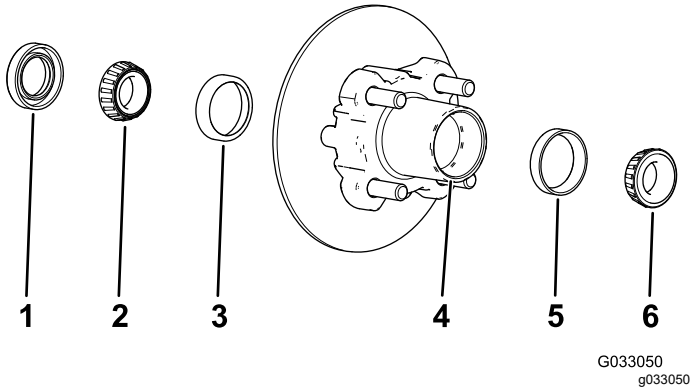

Figura 30
1. Retire el cojinete exterior y el anillo de rodadura del cubo (Figura 30).
2. Retire la junta y el cojinete interior del cubo (Figura 30).
5. Limpie el hueco del cubo para eliminar cualquier resto de grasa, suciedad y residuos (Figura 30).
7. Llene el hueco del cubo hasta un 50-80% de su capacidad con grasa del tipo especificado (Figura 30).
8. Monte el cojinete interior sobre el anillo en el lado interior del cubo e instale la junta (Figura 30).